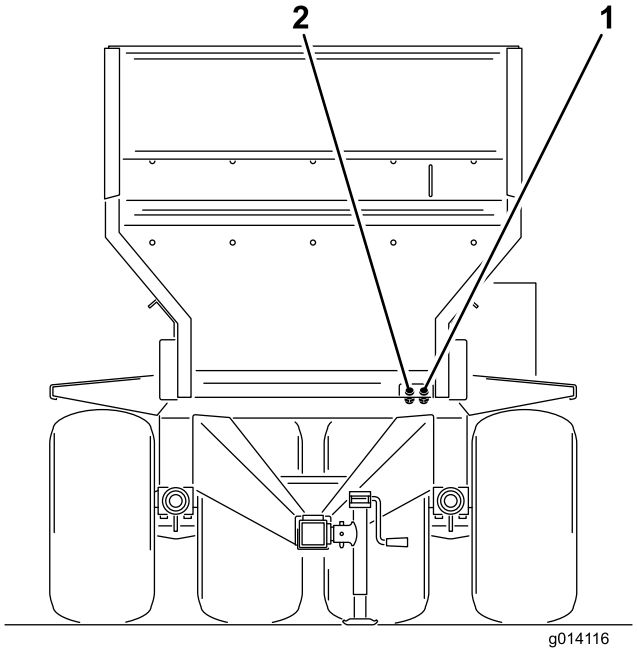

**Figur 17**
6. Tilkobl de to hydraulikslanger fra maskinen til bugseringskøretøjet. Stå mod maskinens forende, og tilkobl den højre slange til tryksiden og den venstre slange til retursiden (Figur 17). Returslangen har en envejs kontraventil på linje. Pilen på kontraventilen skal vende mod bugseringskøretøjets returkobling.